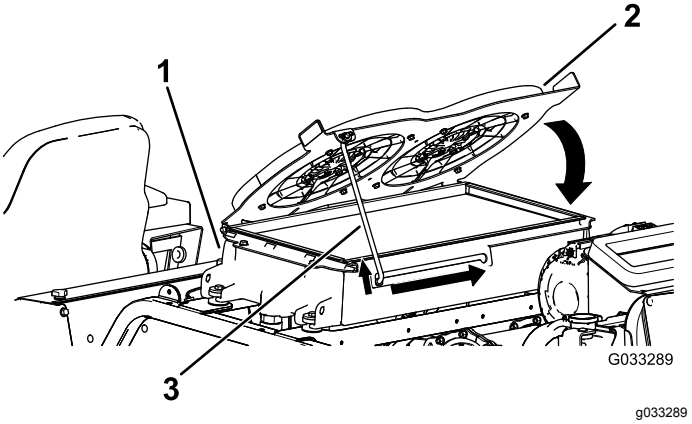

Figuur 123
4. Draai de hydraulische koelventilators naar beneden en zet de steunstang vast in de inkeping (Figuur 123).